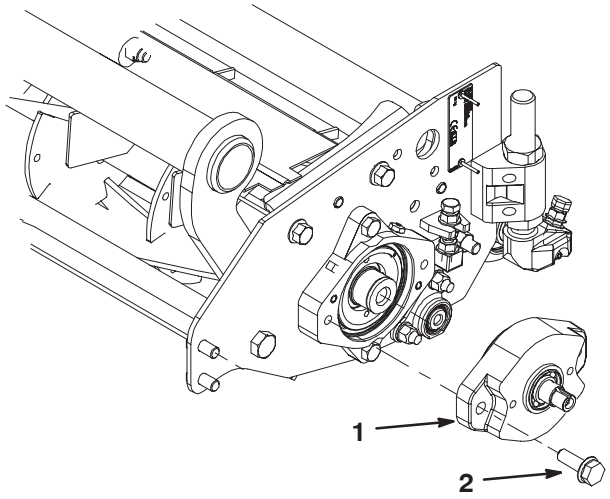

Figure 3
7. Mount the new drive assembly and new O–ring (Fig. 3) to the left end of the cutting unit as follows:
- If the cutting unit serial number is higher than 219999999, use (2) 3/8–16 x 1.25" bolts to mount the drive assembly. Torque the bolts to 34 to 42 ft–lbs.
- If the cutting unit serial number is prior to 219999999, use (2) M10 x 1.5 bolts to mount the drive assembly. Torque the bolts to 34 to 42 ft–lbs.